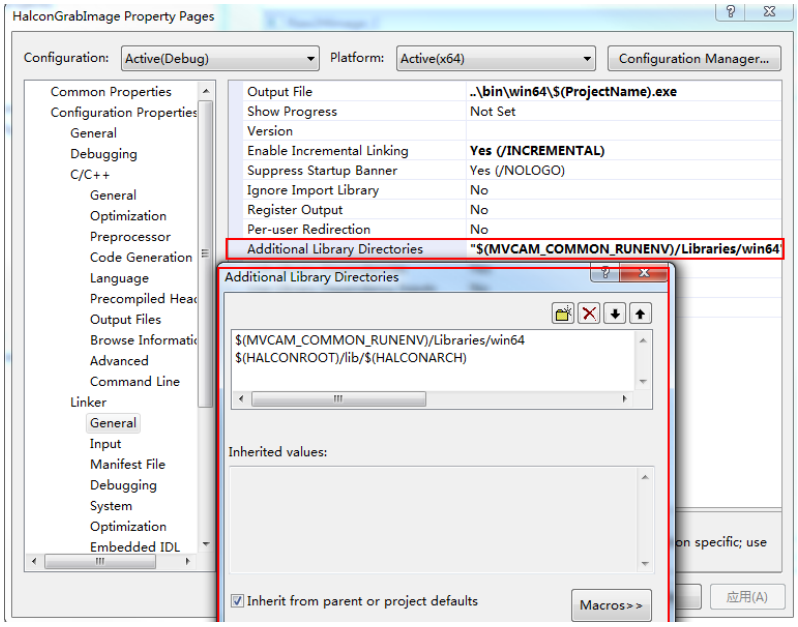
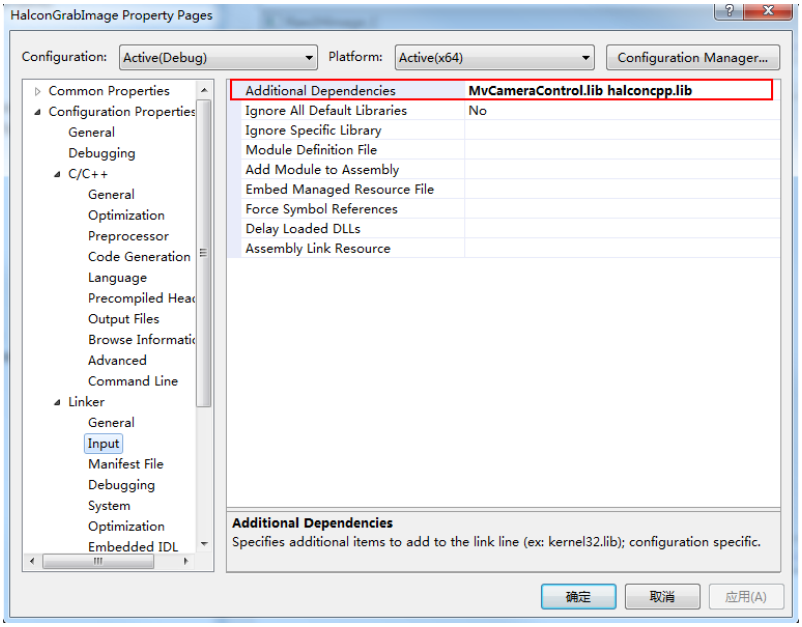

图3-4 加入 lib 库
图3-5 加入 lib 文件
2. 将 HALCON 和 C++的 SDK 头文件和 lib 文件加入到工程中，如图 3-5 和图 3-4 所示。